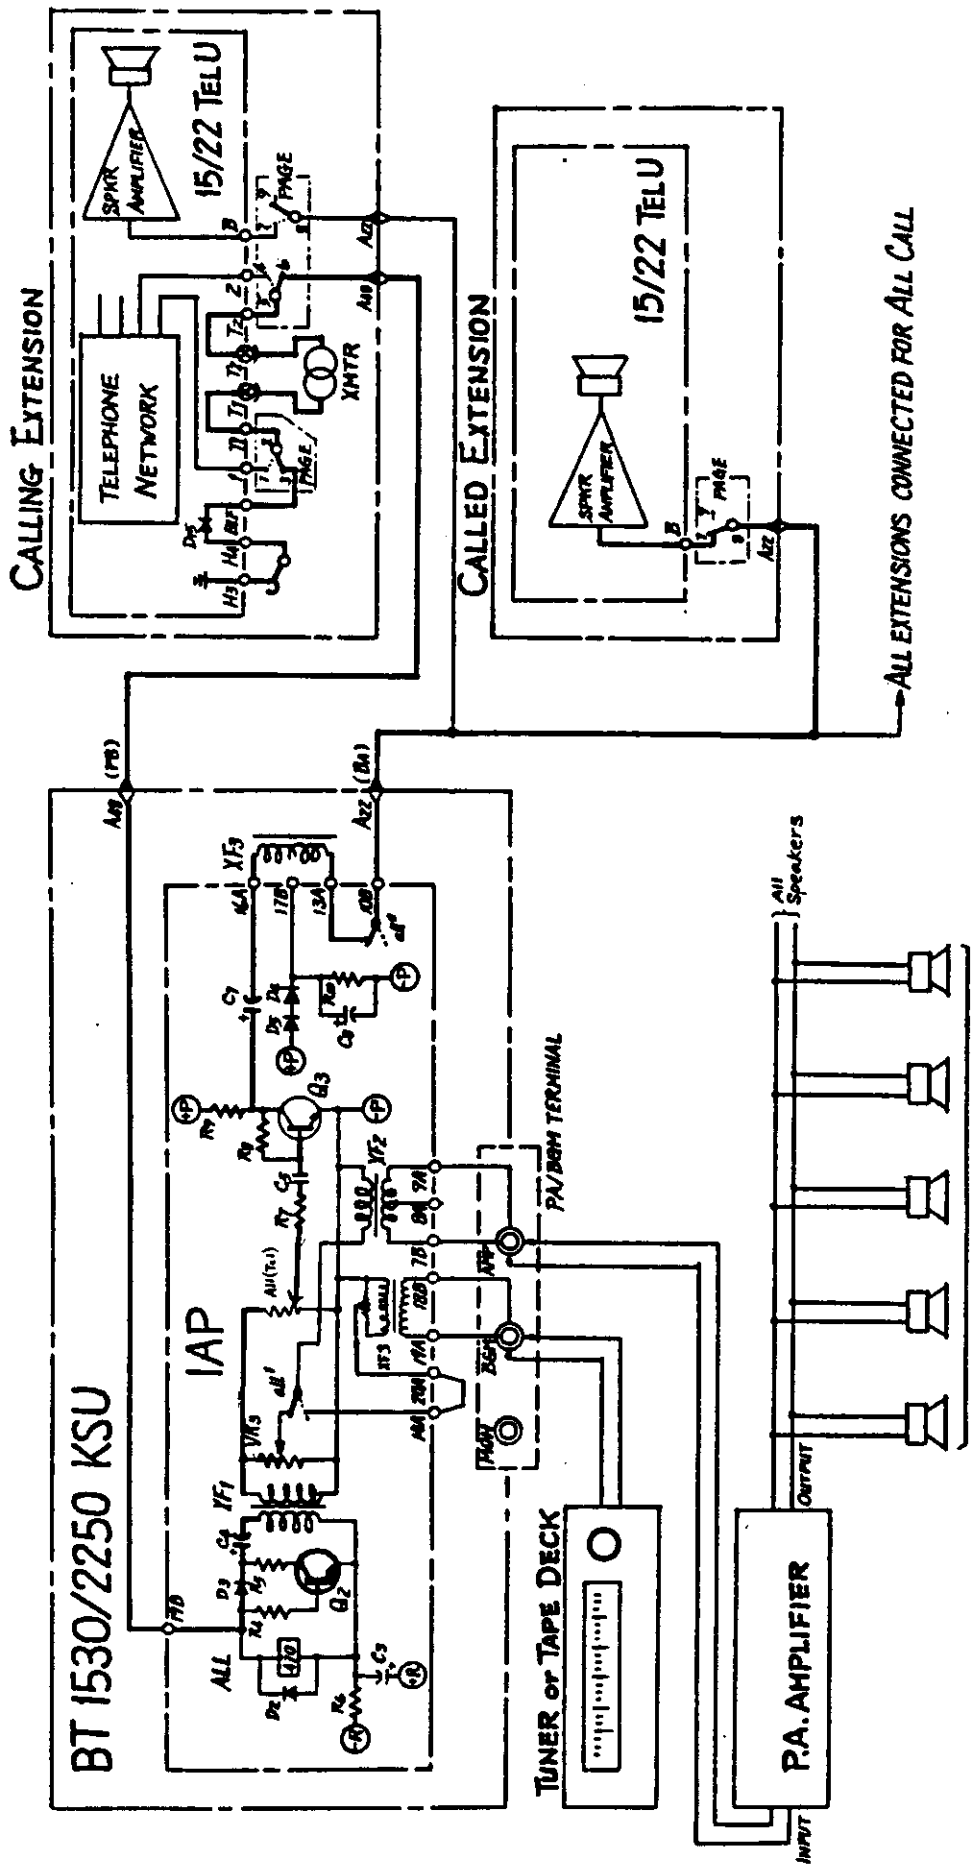

Figure 4 All Call Voice/Control Circuit
c. TRANSFORMER XF3 supplies both plus (+) battery and voice to the All Call output control lead "BA". Battery and voice are connected to those extensions wired for All Call as shown in Figure 4.
c. Figure 4 illustrates the PA Connection operating circuit.